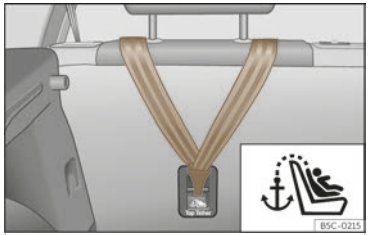
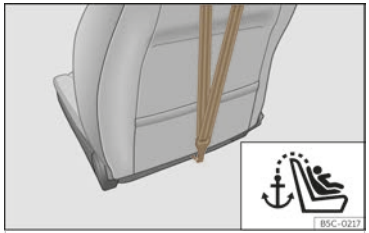

Fig. 43 Rear part of the rear seats: Top Tether belt anchor.
Fig. 44 Rear of front passenger seat backrest: Top Tether belt anchor (not available in all markets/versions).
Child seats with a Top Tether system are fitted with an additional belt for fastening to an anchor point in the vehicle. This anchor point is located on the rear of the rear seat backrest and of the front passenger seat backrest[1] (identified with the symbol) and provides better retention >>> Fig. 43, >>> Fig. 44.
- Slide the belt and secure it properly with the anchor on the rear seat backrest >>> **Fig. 43** , >>> **Fig. 44**.